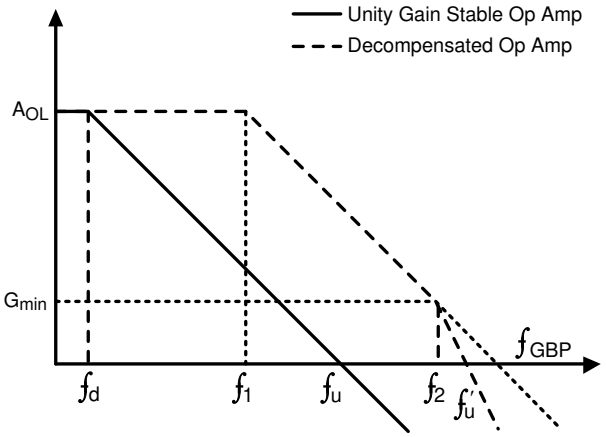

图 6-3. 单位增益稳定运算放大器和解补偿运算放大器的增益同频率特性间的关系
如图 6-3 所示，在解补偿运算放大器的情况下，单位增益稳定放大器的主极点 f_d 移至频率 f_1。实心 A_{OL} 图是传统单位增益稳定运算放大器的开环增益图。TLV904xD 等解补偿放大器的内部补偿变化可以在相同功率下增加带宽。除了上述参数中的优势外，由于可用的环路增益比单位增益更高，因此还可以提高压摆率并获得更好的失真值。要考虑的最重要因素是确保运算放大器的噪声增益 (NG) 大于 G_{min}。如果 NG 值低于 G_{min}，则会导致不稳定，如图 6-3 中所示，因为 1/ß 曲线与 A_{OL} 曲线以 40dB/十倍频程相交。这种分析稳定性的方法被称做*闭合速率方法*。观看 TI 高精度实验室，以便更好地了解器件稳定性和不同的确保稳定性技术。